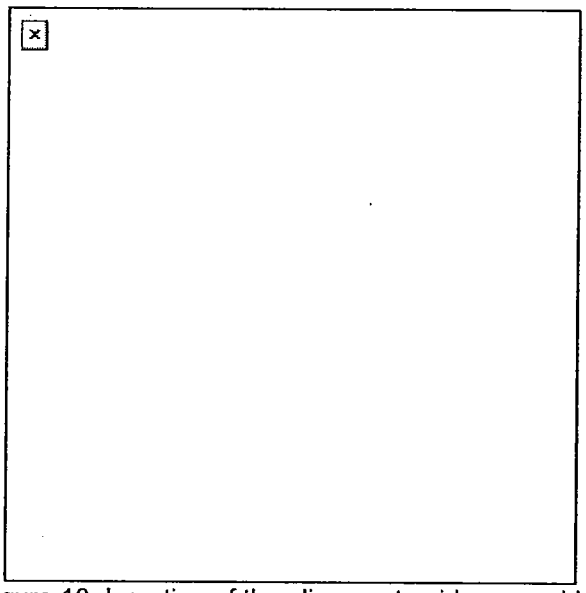

Figure 18. Insertion of the alignment guide assembly.
(1) Insert the blocks into the slots with the tang end forward.
(2) Push against the block and slide it toward the rear until the block locks into place.
d. Insert the alignment guide assembly (Figure 18).